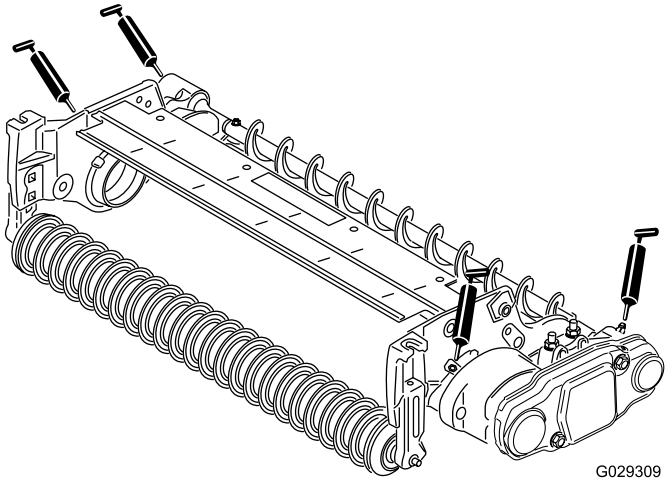

Figure 19
26. Lubricate the grease fittings on each of the roller-brush-bearing housings and on the remainder of the cutting unit with #2 general-purpose lithium-based grease (Figure 19).